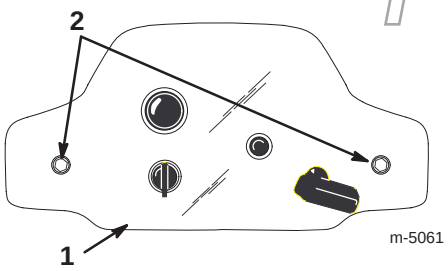

Figur 17
3. Ta bort de två fästskruvarna som håller manöverpanelen vid höljet (figur 17).